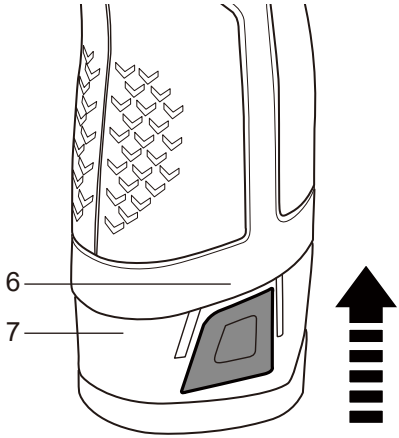

Fig. 3
> Insira o conjunto de baterias (7) na parte inferior da pega (6). Deverá ouvir um clique (Fig. 3).